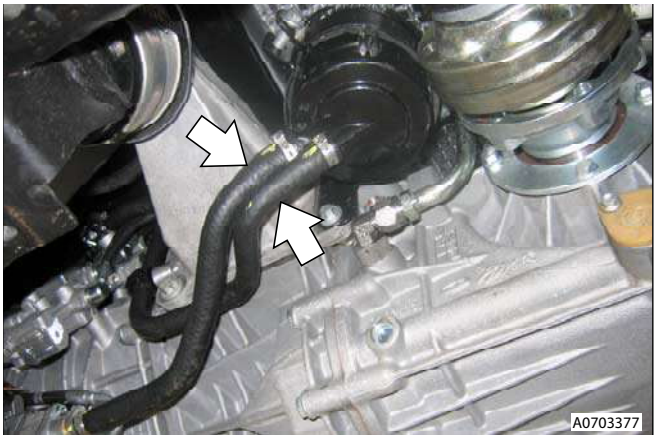

Figure 3
6. Remove clips and release hoses from reservoir (see Figure 3).